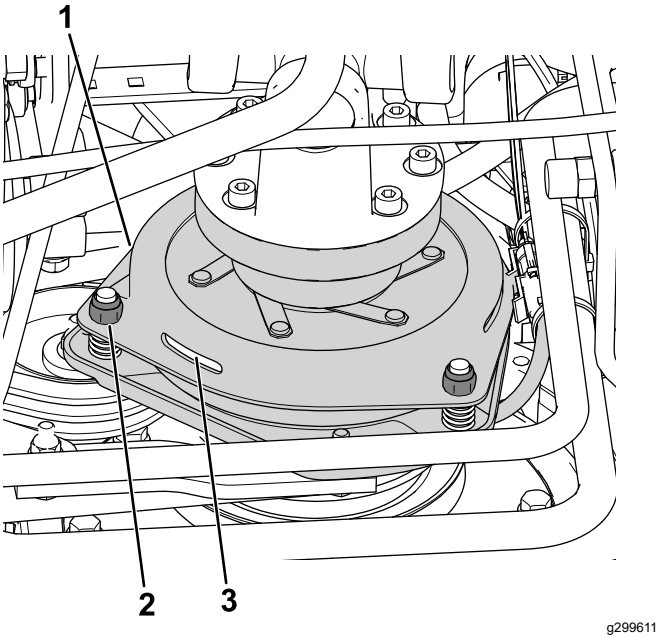

Bild 80
3. Stellen Sie den Abstand so ein, dass eine 0,3 mm Fühlerlehre mit leichtem Druck zwischen die Kupplungsauskleidung und die Bremsscheibe passt (Bild 80).
Hinweis: Drehen Sie die Einstellmuttern nach rechts, um den Abstand zu verringern (Bild 80). Der maximale Betriebsabstand beträgt 0,6 mm. Stellen Sie alle drei Luftspalte auf 0,4 mm ein.